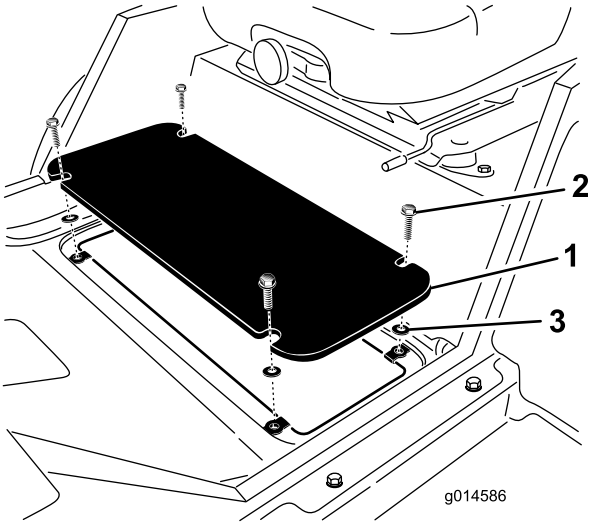

Figura 7
1. Retire os (4) parafusos que fixam a chapa do piso ao chassis (Figura 7).